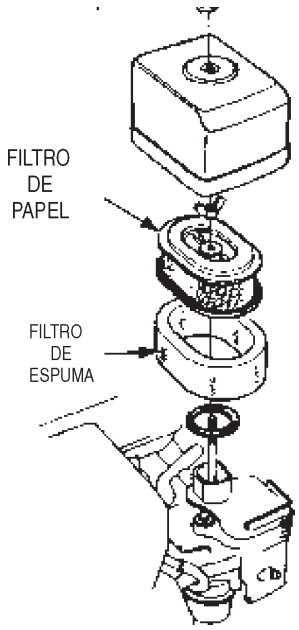

Figura 15. Filtador de aire
2. Para limpiar ó cambiar el filtro de aire afloje la tuerca mariposa en la caja del filtro (Figura 15), retire la cubierta y saque el cartucho del filtro de aire. Si solo va a limpiar el filtro puede soplar a través del cartucho por la parte de adentro, moviendo el surtidor del aire del compresor hacia arriba y hacia abajo para retirar todo el polvo.